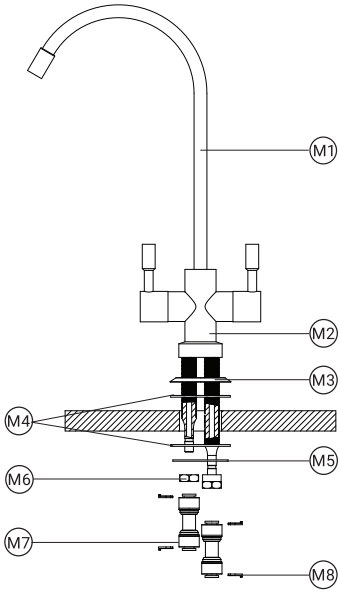

Рис. 15
2. Удалите транспортные заглушки и произведите монтаж крана (рис. 15) в следующей последовательности:
3. Конец трубки, идущей от выхода из фильтра, вставьте через цанговое кольцо в фитинг из комплекта поставки. Установите стопорнуюклипсу (рис. 15).
4. Фитинг вместе с установленной в него трубкой подключите к штоку крана чистой воды через цанговое кольцо фитинга, установите стопорную клипсу (рис. 15).